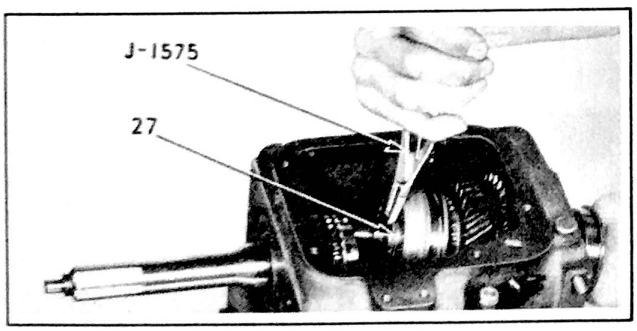

Figure 225 - Remove or Install Synchronizer Shift Sleeve Hub Lock Ring With Pliers J-1575
15. Remove lock ring (27) by spreading with pliers J 1575, as shown in Fig. 225.